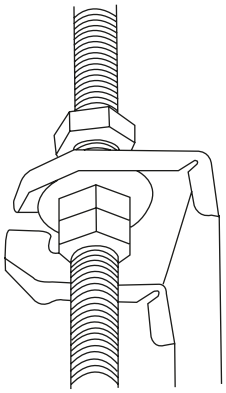

Fig. 4.9
6. Mount the indoor unit with at least two people to lift and secure it. Insert suspension bolts into the unit's hanging holes. Fasten them using the washers and nuts provided. *(See Fig. 4.9)*